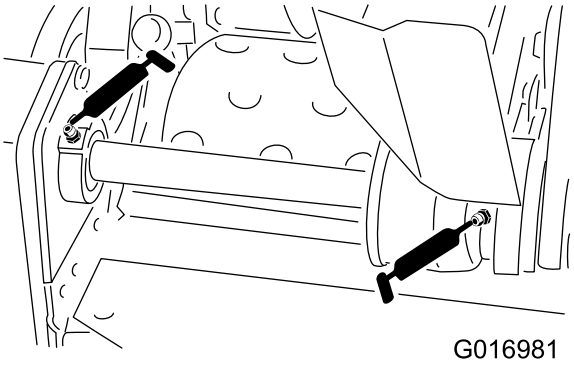

Figur 20
- to på spolemellomakselslagrene (Figur 20)